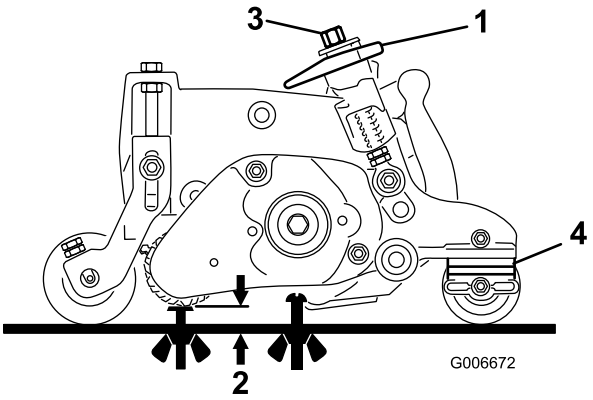

Figur 44
1. Kontrollera att trimsatsen är inställd på önskad trimhöjd (HOG) (Figur 44).